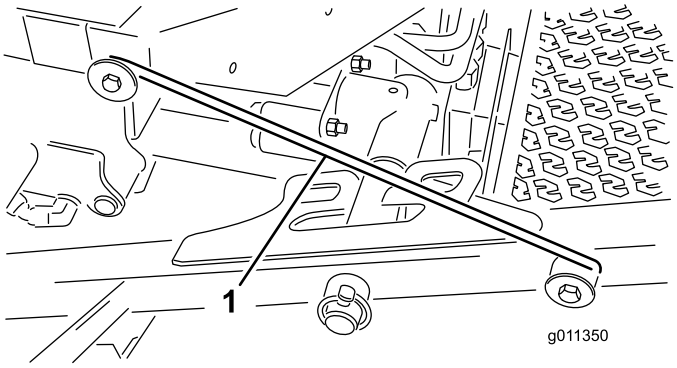

Figur 35
4. Løsne låsestaget (Figur 35) fra holderen på fremre bæreramme.
5. Løft utsiden av de fremre klippeenhetene og plasser låsen over rammepinnen som er montert på forsiden av operatørplattformen (Figur 35).